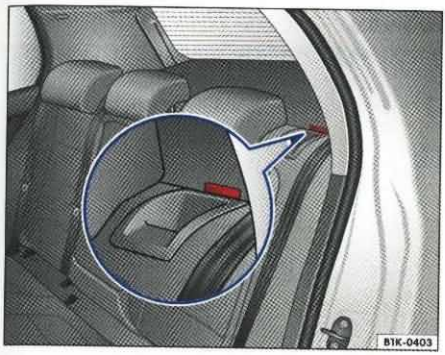

Rys. 68 Ustawianie oparcia tylnych siedzeń
– Przechylić oparcie do tyłu i wcisnąć je mocno w blokadę. Czerwony znak nie może pozostawać widoczny ⇒ rys. 68.
- **Oparcie tylnego siedzenia musi być prawidłowo zablokowane, aby podczas nagłego hamowania żadne przedmioty nie przesunęły się do przodu. Czerwony znak w blokadzie ⇒ rys. 68 sygnalizuje, że oparcie nie zostało zablokowane; po zablokowaniu czerwony znak nie powinien być widoczny.**